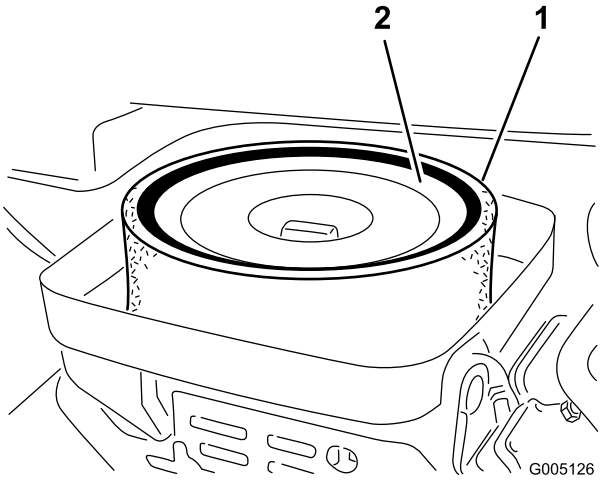

Figur 43
3. Ta bort skumgummidelen från pappersinsatsen om den är smutsig (Figur 43). Rengör den ordentligt på följande sätt: